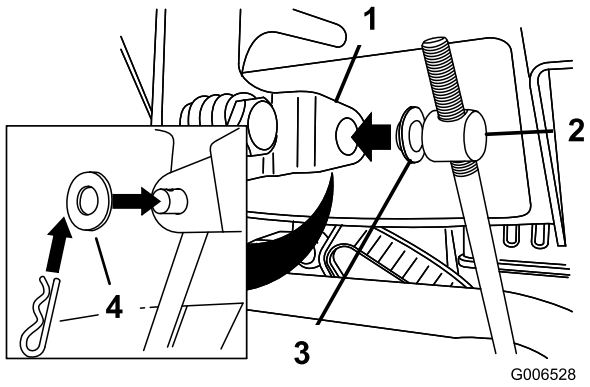

Figur 11
3. Fjern låseclipsen og den ydre skive fra drejetappen på den øverste ende af hastighedskontrolstangen (Figur 11).
Bemærk: Lad den flade skive sidde på drejetappen for at lette monteringen (Figur 11).
6. Løft hastighedskontrolstangen, og sæt drejetappen ind i åbningen i hastighedsvælgerstangen (Figur 11).